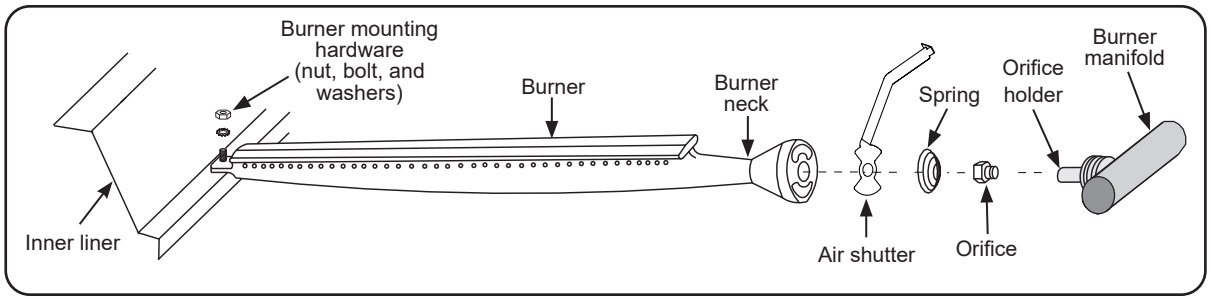

Fig. 36-1 Burner installation diagram
3. Locate and remove the nut, washers, and bolt on the left side of the unit that are securing the burner (see Fig. 36-1).
- **a.** Install the air shutter spring, then the air shutter over the orifice holder fitting in the order and position as shown in Fig. 36-1.